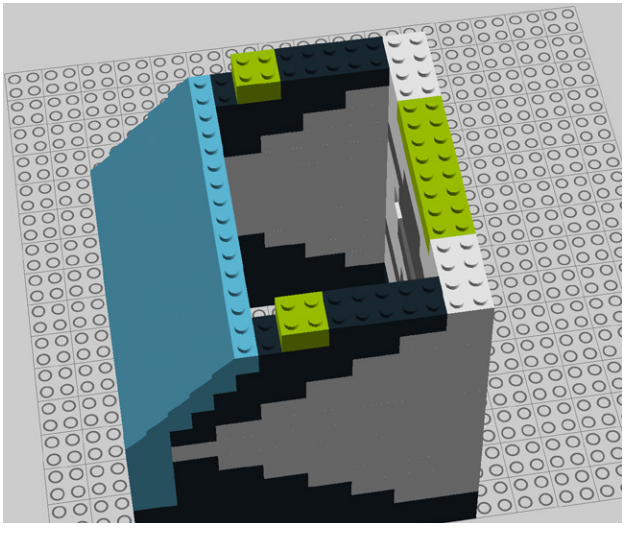

Figure 9-58. *Step 53: Adding two 2x2 and one 2x8 bricks*
53. Add two 2x2 and one 2x8 bricks (Figure 9-58).